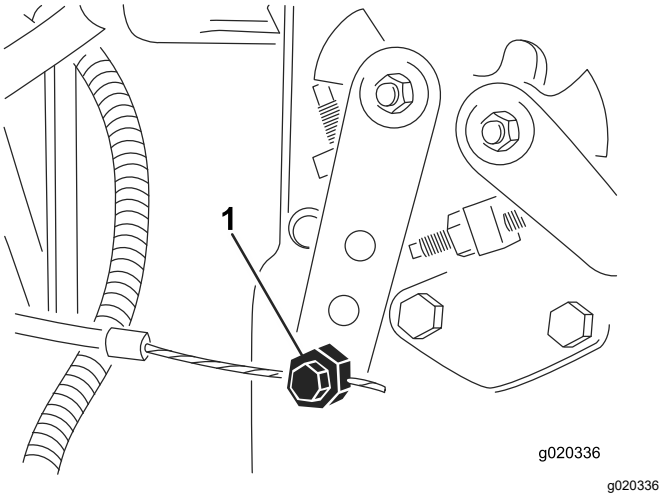

Figur 78
2. Løsn gaskabelforbindelsesdelen på indsprøjtningspumpens arm (Figur 78).